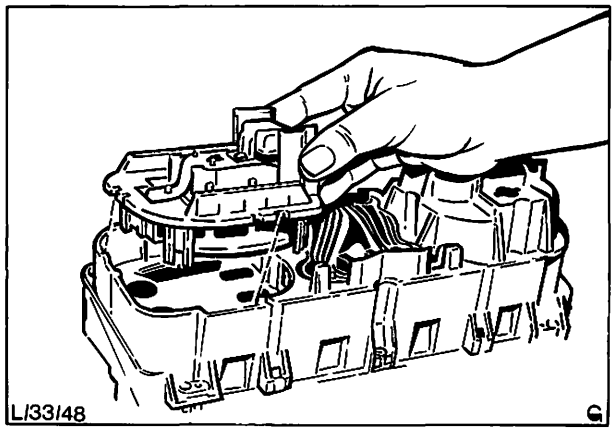

Abb. 53 Instrumentengehäuse abbauen
2. Schrauben (4) entfernen und Gehäuse abbauen, Abb. 53.